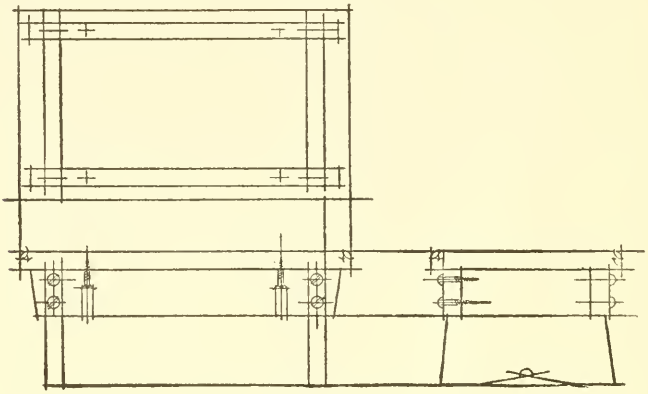

Fig. 6.
(3) Block in all the diagonal lines, arcs of circles and other details. (See Fig. 6.)